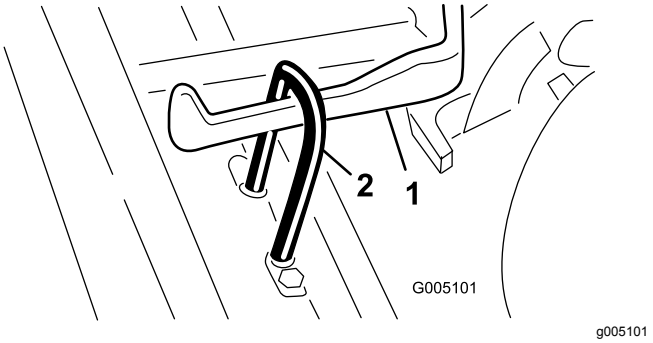

Figur 7
2. Skyv klippeenheten under trekkrammen, og fest løftevalsen på løftearmen (Figur 7).